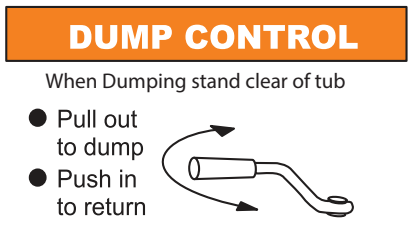

Figure 20. Dump Control Lever
1. Pull hydraulic dump lever (Figure 20) outward to place drum in ***dump*** position (Figure 21).